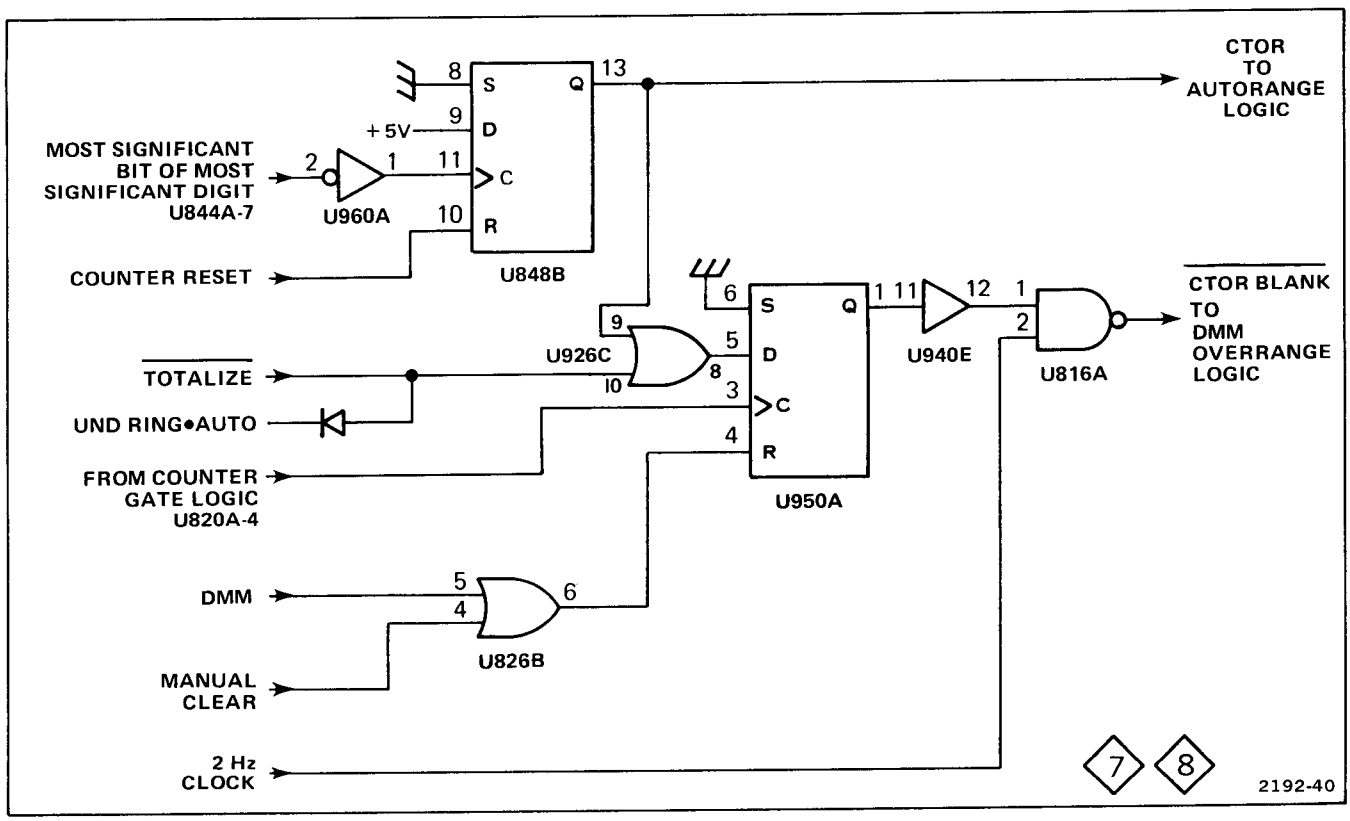

Fig. 6-41. Counter Overrange Logic and Counter Overrange Blanking Logic.
Figure 6-41 shows a diagram of the Counter Overrange Logic and the Counter Overrange Blanking Logic. The Counter Overrange Logic consists of U960A and U848B.
Figure 6-41 shows a diagram of the Counter Overrange Logic and the Counter Overrange Blanking Logic. The Counter Overrange Blanking Logic consists of U826B, U926C, U950A, U940E, and U816A.
1. When an underrange condition does not exist, pin 5 of U950A is held LO through CR946 and U926C (see Fig. 6-41). The circuit operates as described under Overrange Operation. Also, when in the Totalize function, pin 5 of U926C is held LO through CR946 and U926C.